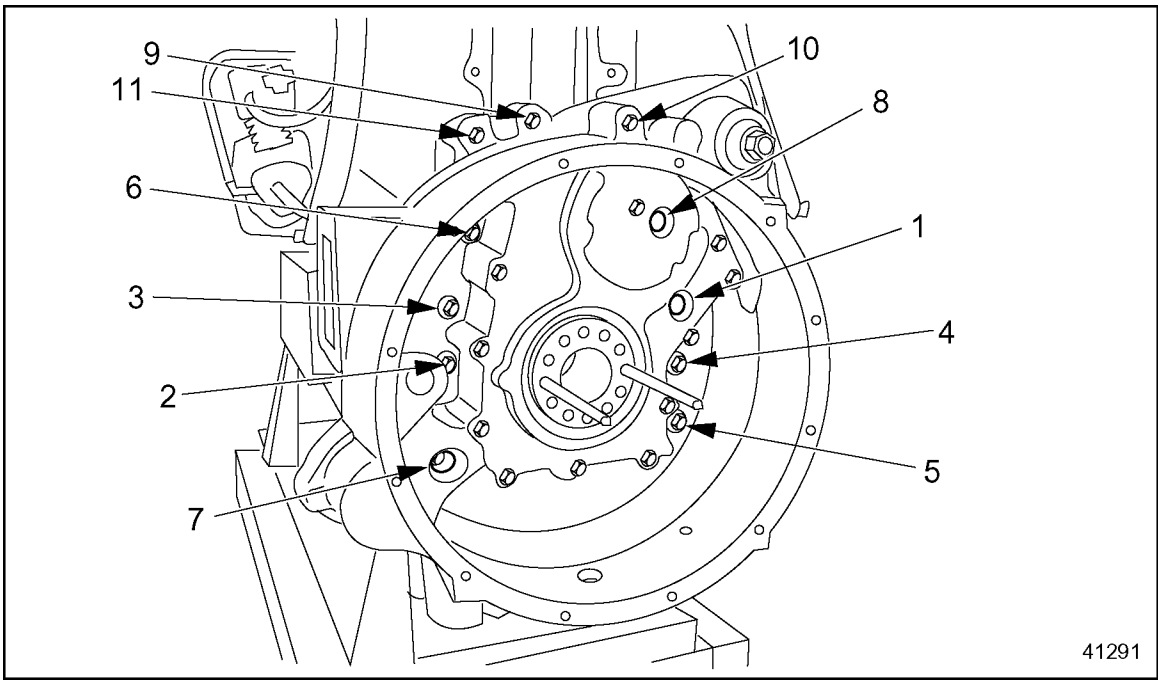

Figure 9-17 Flywheel Housing Bolt Location and Torque Sequence
7. Using a magnetic socket, install and torque all eleven flywheel housing mounting bolts in sequence to 112–126 N·m (83–93 lb·ft.) for 12 mm bolts or 160–200 N·m (118–148 lb·ft.) for 14 mm bolts. See Figure 9-17.